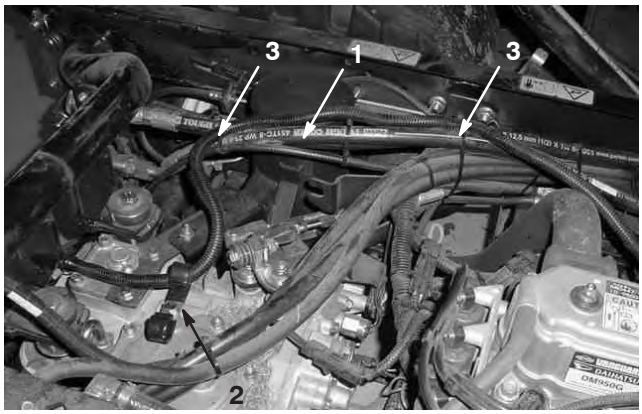

**Figure 5**
**1.** Acheminez l'extrémité à cosse en anneau du faisceau de câblage jusqu'à la batterie du véhicule tracteur (Fig. 5 & 7).
**3.** À l'aide de serre-câbles, fixez le faisceau au véhicule tracteur aux emplacements indiqués à la Figure 5.
**4.** Fixez (2) clips en J en haut de la transmission au moyen d'une vis de 8 mm x 2 (Fig. 5).
**5.** Faites passer le faisceau dans le clip en J gauche comme illustré à la Figure 5.